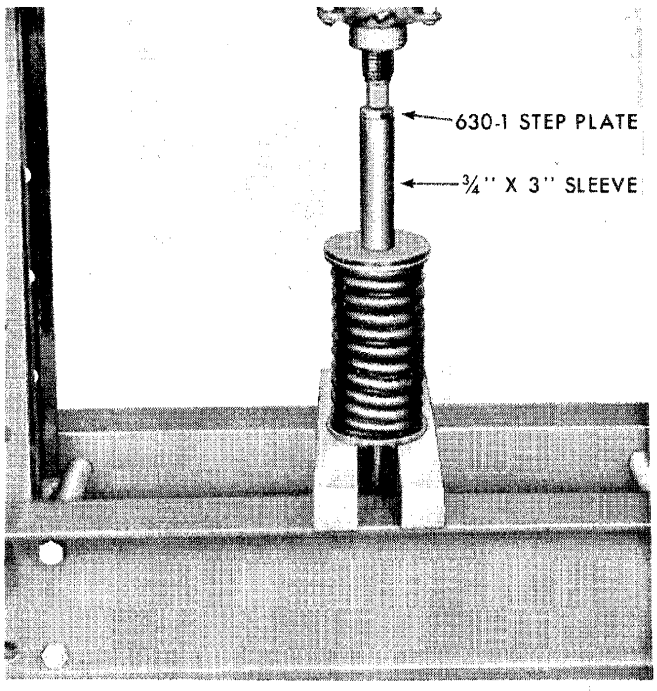

Figure 115
1. Place servos 2 or 3 in a press using a 3/4" x 3" sleeve and Step Plate No. 630-1, and compress the springs sufficiently to remove the nut on the end of the piston rod. See Figure 115.